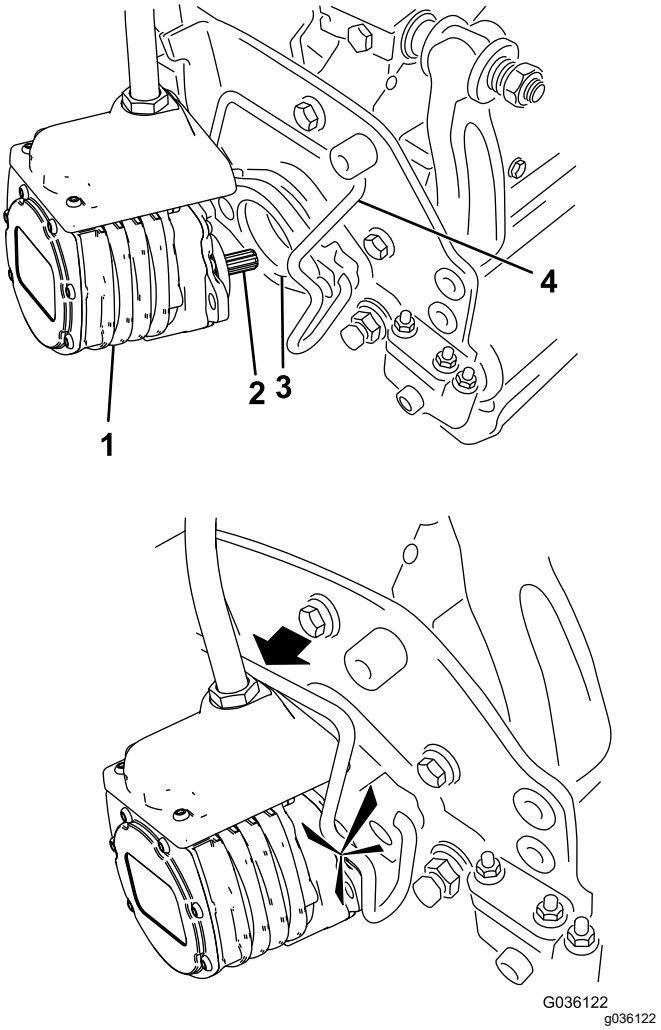

Figur 70
5. Stryk på rent fett på klippenhetsmotorns räfflade axel (Figur 70).
6. För in motorn på vänster sida av klippenheten (sett från förarsätet) och dra motorfäststaget på klippenheten mot motorn tills du hör ett klickljud från båda sidorna av motorn (Figur 70).